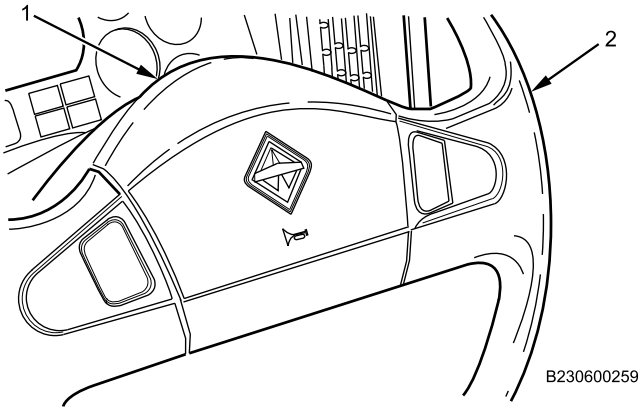

Figure 8. Horn Button and Steering Wheel.
4. Install horn button assembly (Figure 8, Item 1) on steering wheel assembly (Figure 8, Item 2) and snap in place.